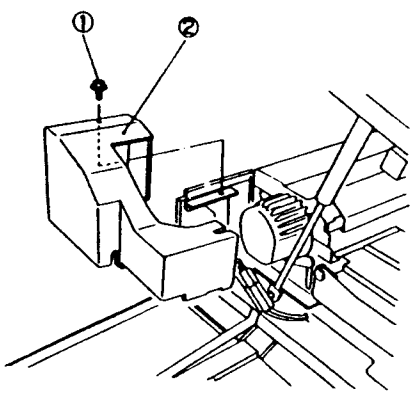

Рис. 1 NZM-0043
6. (Рис. 1): Снимите крышку главного выключателя.
①. Отверните винт.
②. Снимите крышку главного выключателя.